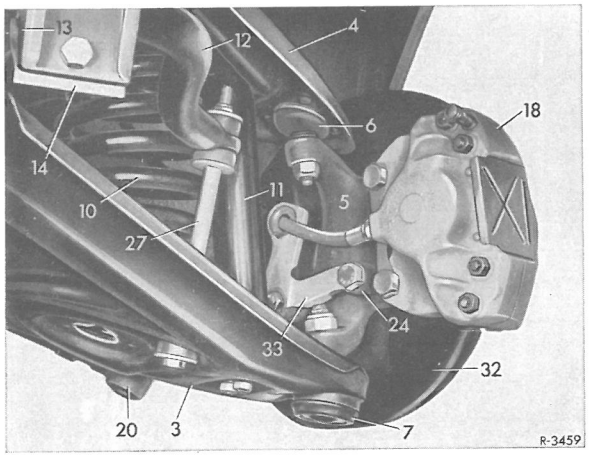

Fig. 33-3/1
3 Bremseledning (16) og bremseslange (17) skilles fra hinanden (fig. 33-3/2). Tilslutningerne lukkes med gummi i propper.